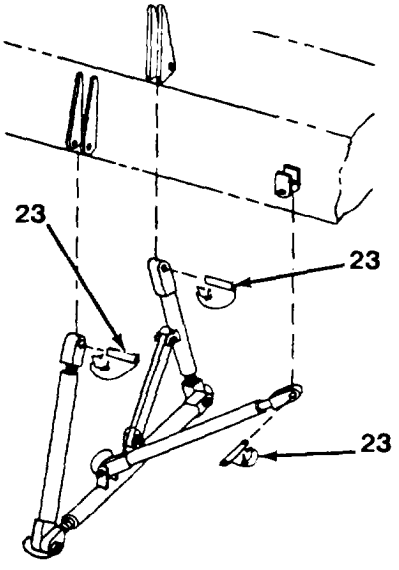

Figure 5-37 *Boom Support Removal*
8. Remove three pins (23, Figure 5-37) from boom support that connects it to upperstructure and remove boom support. Set aside for later disassembly and storage.